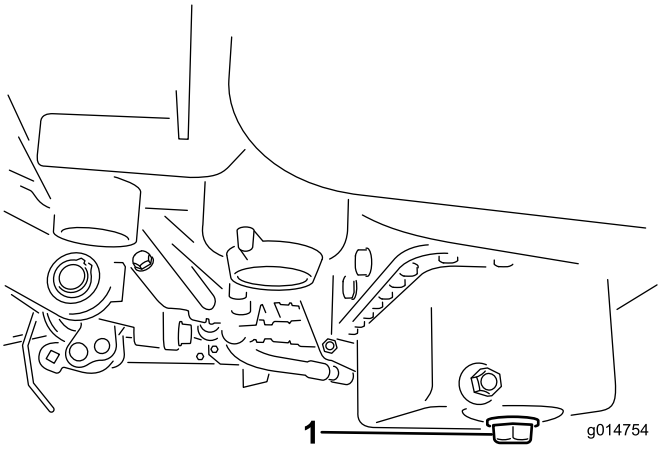

Figur 45
1. Ta bort avtappningspluggen och låt oljan rinna ned i ett kärl. Sätt tillbaka avtappningspluggen när oljan har slutat rinna (Figur 45).